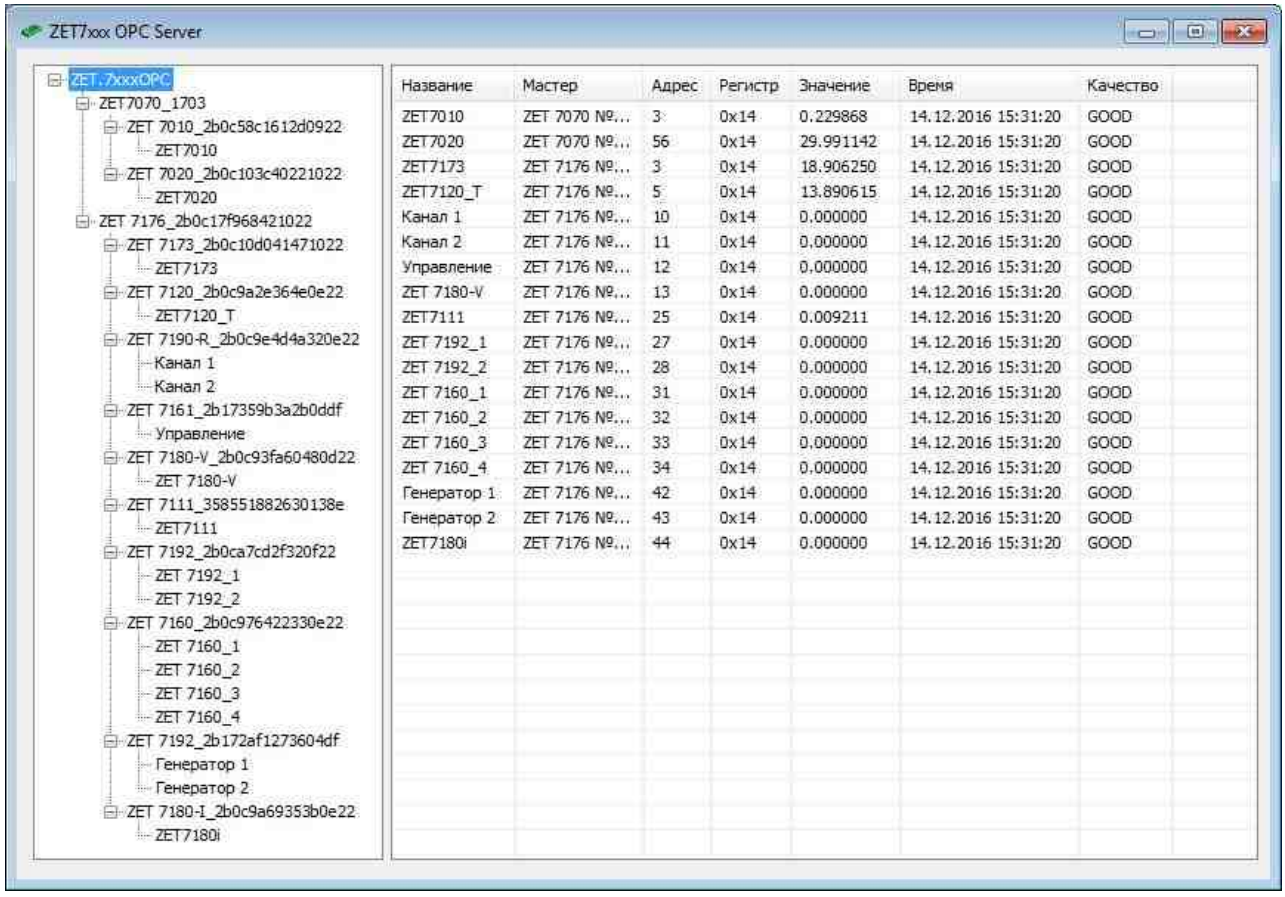

Рис.8.7 Окно программы «ZET7xxx OPC Server»
8. При этом программа сформирует дерево OPC-тегов и начнет чтение нужных регистров из датчиков. Процесс работы OPC-сервера будет отображаться в окне «ZET7xxx OPC Server» (*Рис.8.7*).